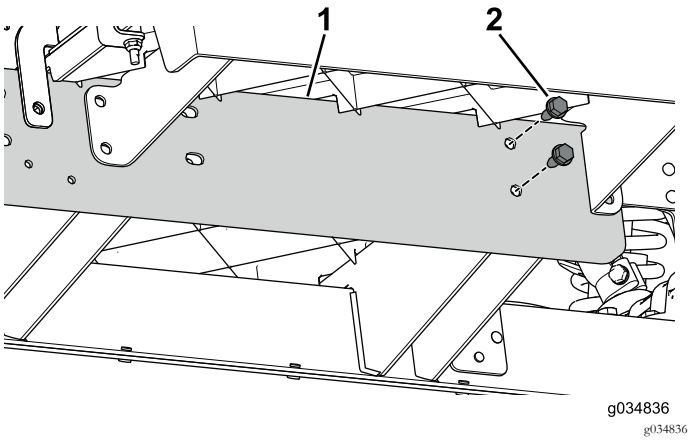

Рисунок 23
3. С помощью двух болтов (5/16 x 3/4 дюйма) установите, не затягивая, удлинительную балку на центральный швеллер в передней части автомобиля (Рисунок 23).